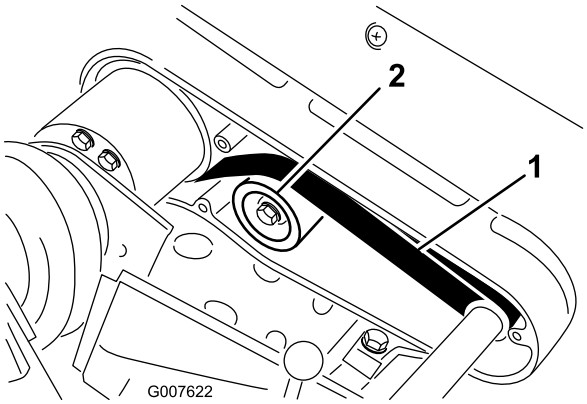

**Figuur 39**
2. Controleer de spanning door de riem midden tussen de poelies (Figuur 39) in te drukken met een kracht van ongeveer 22-26 N De riem moet een speling van 6 mm hebben.
A. Maak de montagemoer van de spanpoelie los en draai de spanpoelie rechtsom tegen de achterzijde van de riem totdat de riem de vereiste spanning heeft (Figuur 39).